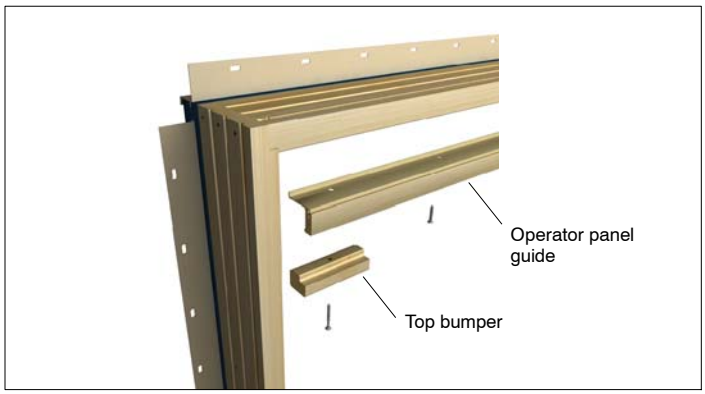

Figure 4
2. Remove #8x1″ screws holding operator panel guide. See figure 4.
8. Install top bumpers with #8x1 1/2″ pan head screws. (Package “F” if installing a KD door). See figure 4.